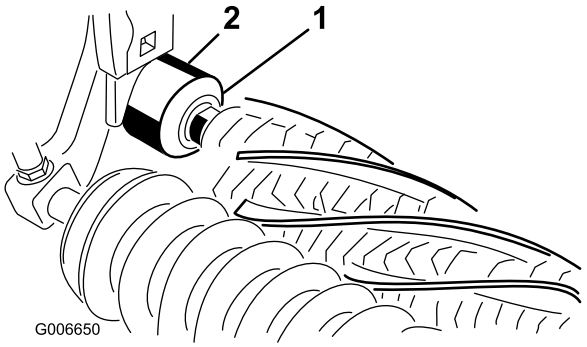

図 10
19. 各エクスクルーダシールのリップがそれぞれのベアリングハウジングに軽く接触するようにすること図 10。